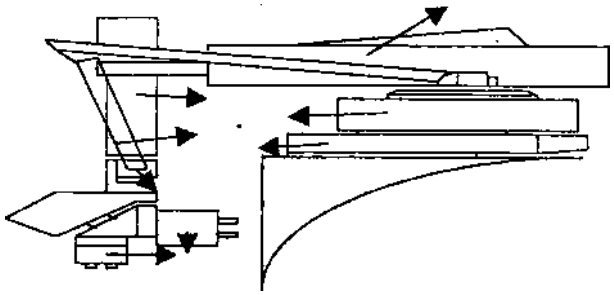

Рис. 1 Устройство промышленного робота “Электроника - НЦТМ - 01”.
1.Установить все механизмы робота в исходное положение (рис. 1).